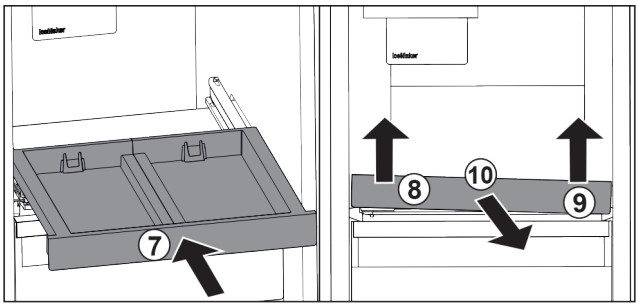

Fig. 102
▶ Slide in the pull-out board. *Fig. 102 (7)*
▶ Lift the pull-out board on the front left. *Fig. 102 (8)*
▶ Lift the pull-out board on the front right. *Fig. 102 (9)*
▶ Take out the pull-out board to the front. *Fig. 102 (10)*